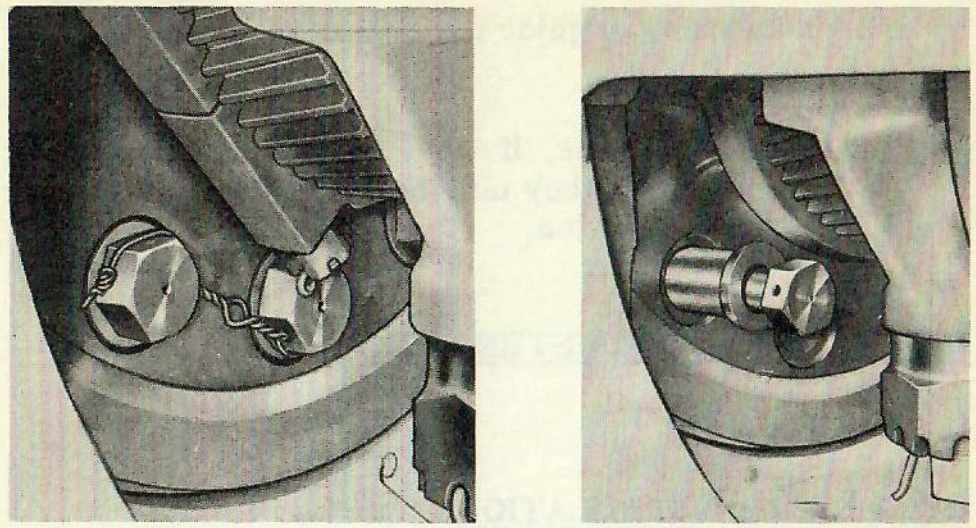

FIG. 95-1
3. Remove generator coupling bolts and bushings, Fig. 95-1.